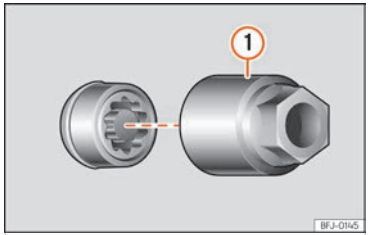

Fig. 189 Caragol antirobatori de la roda amb caputxó i adaptador.
- Encaixeu l'adaptador especial ››› **fig. 189** ① (eina de bord ››› **pàg. 253**) en el caragol antirobatori de la roda fins al límit.